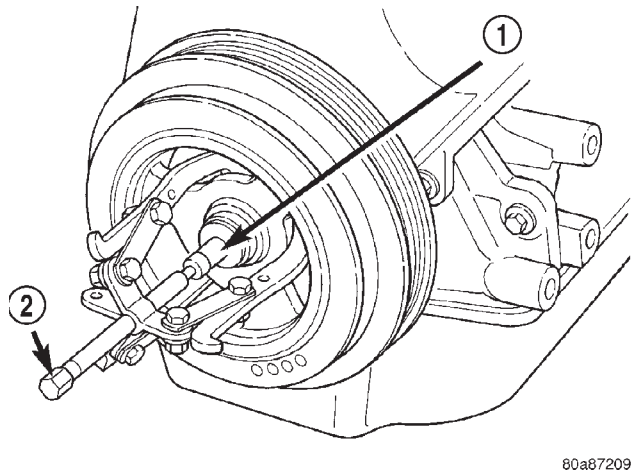

Abb. 61 Kurbelwellen-Schwingungsdämpfer—Ausbau
(1) Antriebsriemen für Zusatzaggregate abnehmen. Näheres hierzu siehe Kapitel 7, “Kühlsystem”.
(2) Fahrzeug auf einer Hebebühne anheben und rechtes inneres Spritzschutzschild abbauen.
(3) Schraube des Kurbelwellen-Schwingungsdämpfers lösen. Schwingungsdämpfer mit der großen Seite des Spezialwerkzeugs 1026 und Einsatz 6827-A (Abb. 61) ausbauen.